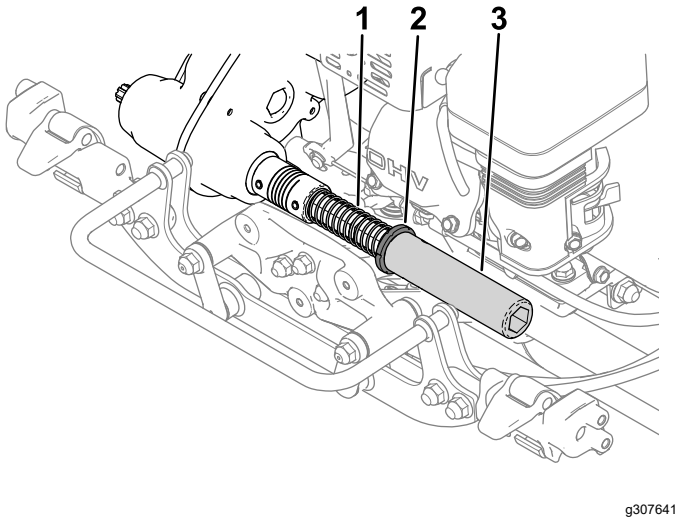

Figur 3
2. Montera fjädern, stoppringen och sexkantsröret på transmissionens kopplingsaxel (Figur 3).